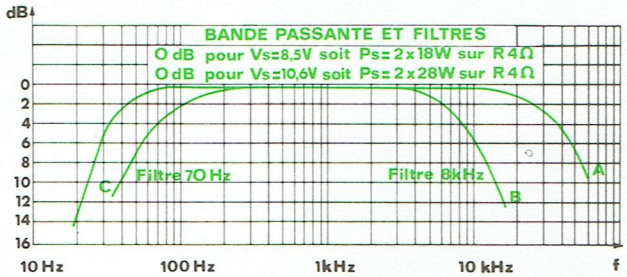

Fig. 5
30 Hz et 35 kHz à – 3 dB Fig. 5 courbe A
– 3 dB à 70 Hz et à 8 kHz Fig. 5 - courbes B et C